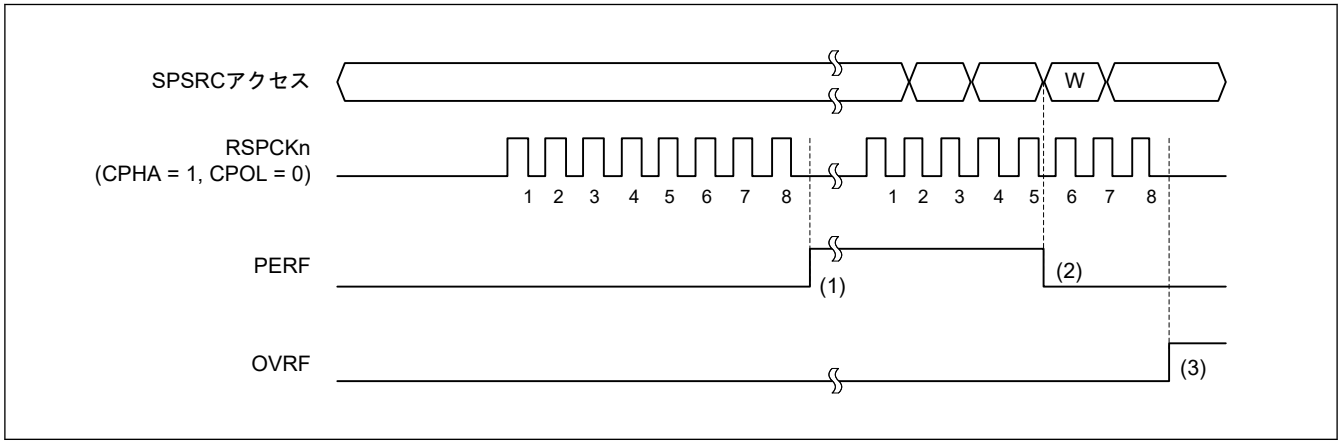

図 34.52 OVRF フラグおよび PERF フラグの動作例
図 34.52 に OVRF フラグと PERF フラグの動作例を示します。図 34.52 に記載の SPSR アクセスは、SPSR レジスタへのアクセス条件を示します。W は書き込みサイクル、R は読み出しサイクルを示します。この例では、SPCR.SPPE ビットが 1 の状態で全二重同期式シリアル通信を行います。SPCMDm.CPHA ビットが 1、かつ SPCMDm.CPOL ビットが 0 の設定で、SPI は 8 ビットのシリアル転送を実行します。RSPCKn 波形の下に記載した番号は RSPCK 周期の番号（= 転送ビットの番号）を示しています。
以下に、図 34.52 の (1) ～ (3) に示したタイミングでのフラグの動作内容を説明します。